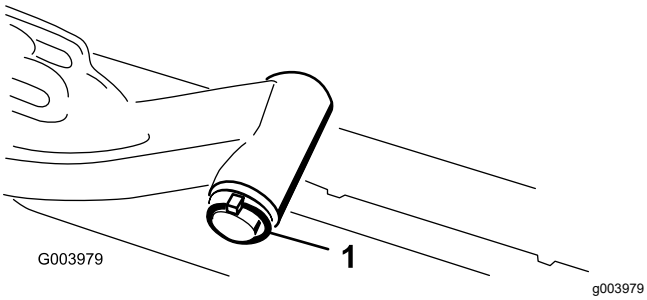

**Figur 11**
A. Ta bort hjulsprinten och brickan som håller fast lyftarmens svängaxel på lyftarmen, och skjut ut lyftarmens svängaxel ur lyftarmen (Figur 11).
C. Sätt i lyftarmens axel i lyftarmen och fäst den med brickan och hjulsprinten (Figur 11).